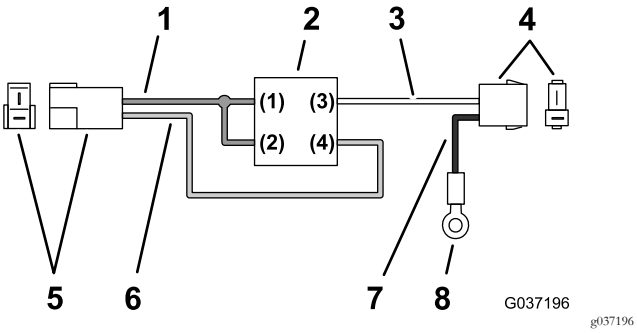

Figura 19
1. Localice el conjunto de relé y de arnés, tal y como se muestra en la Figura 19.